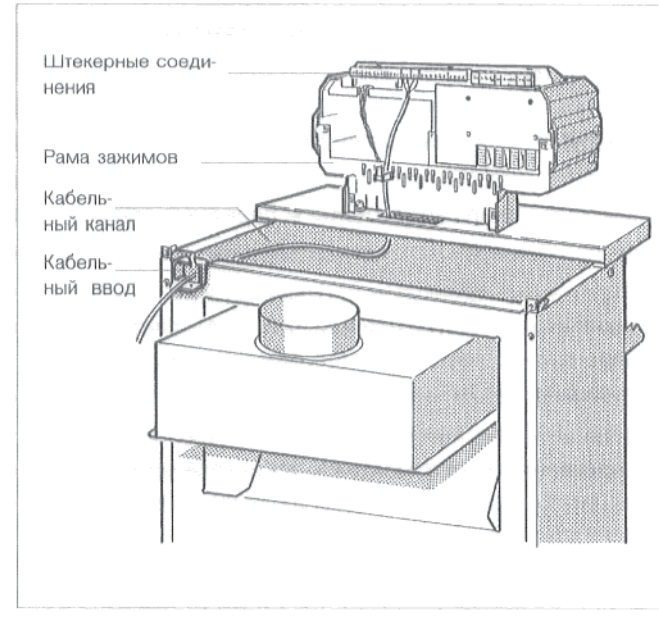
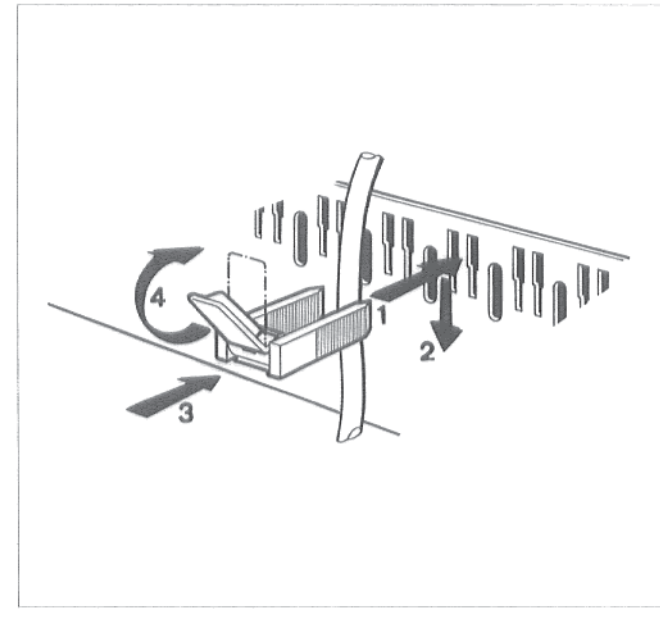

Рис. 11. Кабельный ввод и штекерные соединения
Рис. 12. Закрепить провод кабельным зажимом
- Подключить электропровод к штекерным соединениям установки, соответственно схеме соединений (рис. 11).
Проложить провода сзади, через кабельные вводы и отверстия в переднем колпаке котла, к регулятору (рис. 11).
- Все провода следует закрепить зажимами: зажимы для крепления кабеля с вложенным проводом, вставить сверху в шлицы рамы зажимов (рис. 11); при этом, ребро рычажка должно показывать вверх. Передвинуть зажим для крепления кабеля вниз, при этом, вдавливая его. Рычажок переставить вверх (рис. 12).